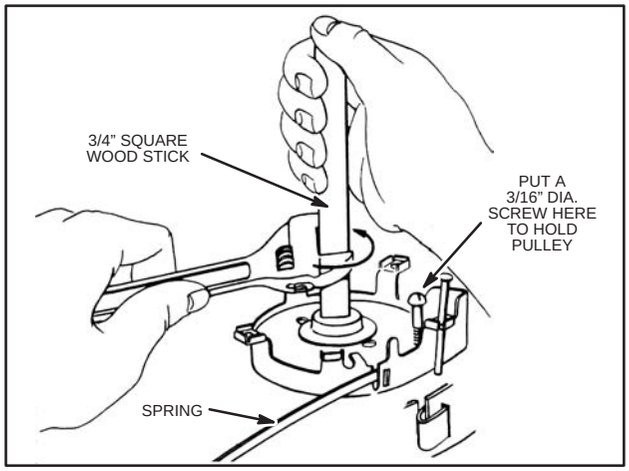

Fig. 588 – REMOVING ROPE
3. Unwind rope. Wedge screw between pulley and case to prevent spring unwinding, Fig. 588. Untie knot and remove rope.
12. Use a 3/4" square stick about 6" long. Mark pulley and wind up 13-1/4 turns counterclockwise with a wrench. Push end of spring until it snaps into hole of case. Hold the pulley in this wound up position and wedge a 3/16" screw or other suitable object between pulley and case, Fig. 588. USE ROPE Part #69932 WITH SHEAVE HAVING 3/16" WIDE GROOVE. ROPE, Part #66429 (obs), IS USED WITH SHEAVES HAVING 7/32" WIDE GROOVE.